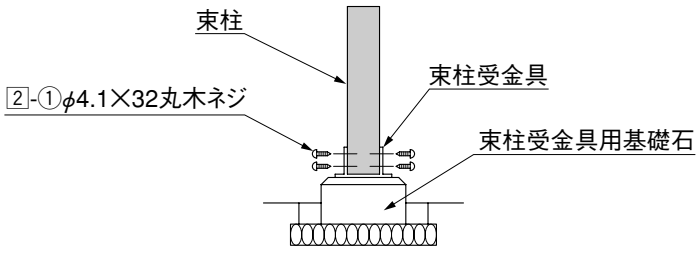

図3-4
❸束柱受金具を埋込んだ基礎石に束柱を建てて、2-①で固定してください。（図3-4参照）